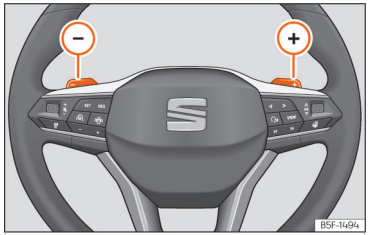

Abb. 125 Lenkrad: die Hebel für Automatikgetriebe.
- Tippen Sie die Schaltwippe (+), um einen Gang hochzuschalten ››› (Abb. 125).